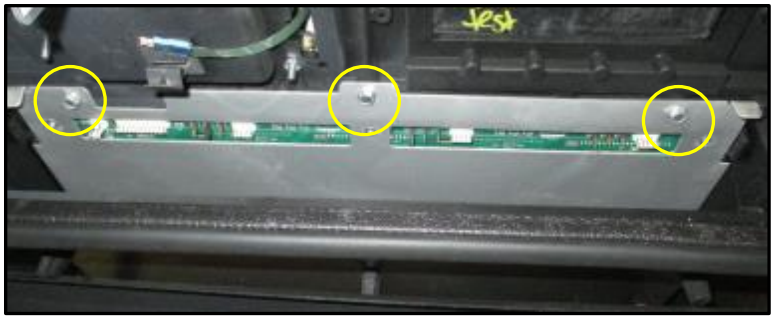

Fig 1.10 – Emplacement des vis du panneau PPU
12. Retirez et jetez les trois vis en tôle #6-3/8 » qui fixent l'assemblage PPU à la porte. (Fig. 1.10)